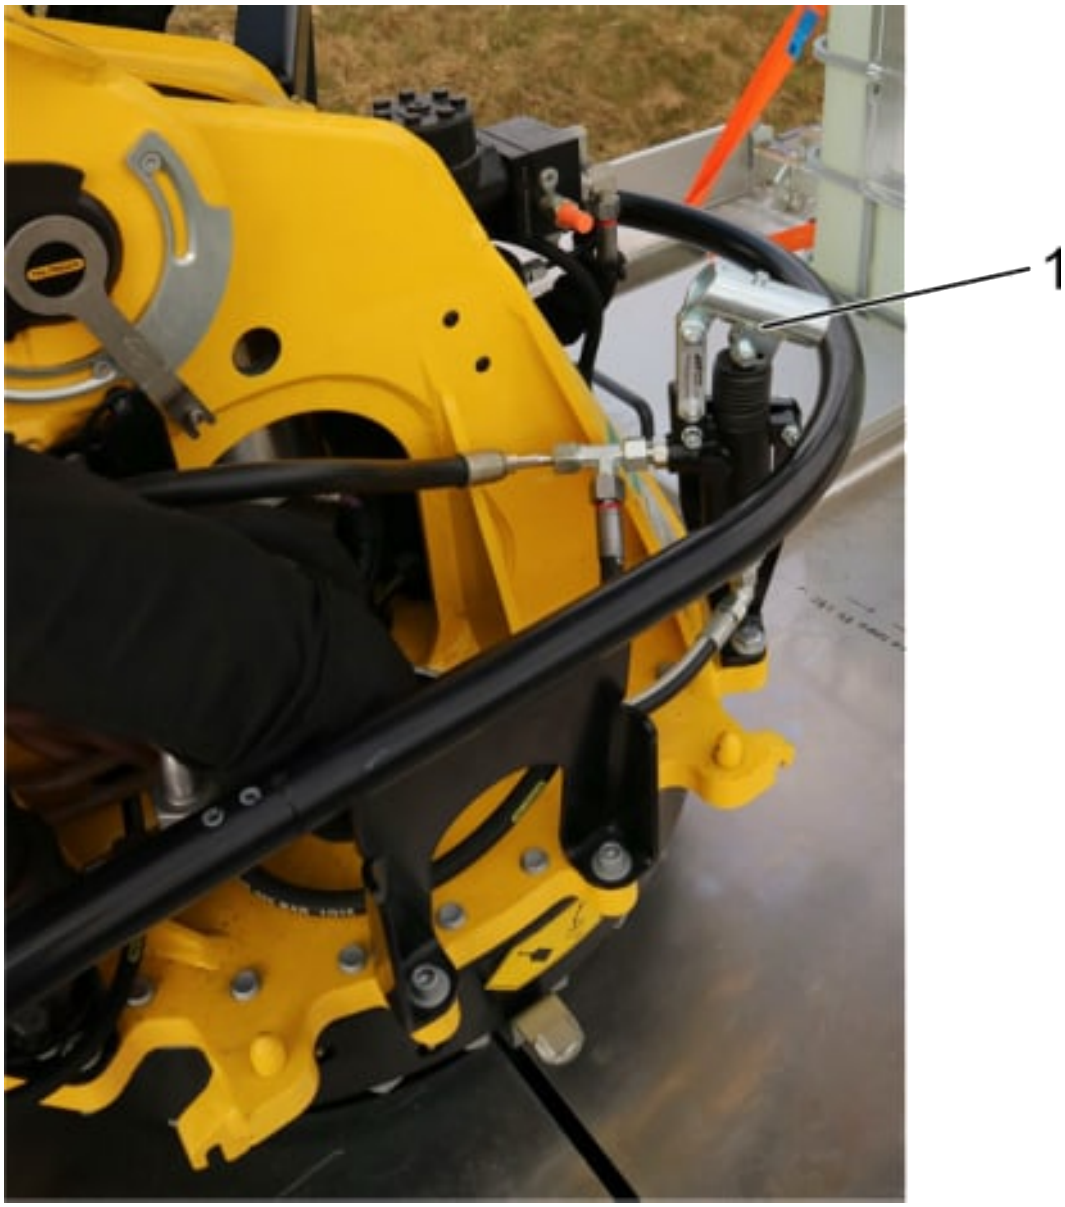

Fig. 13: Pompa di emergenza
- L'ulteriore utilizzo degli apparecchi è consentito solamente dopo il ripristino della piombatura, cfr. Abb. 13 (2).